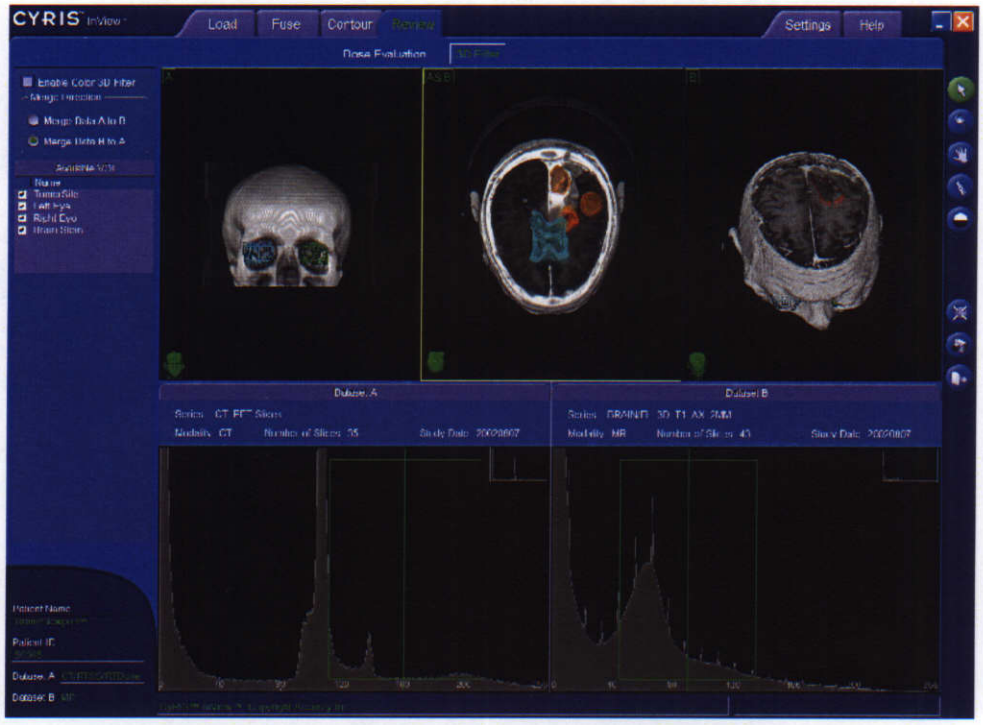
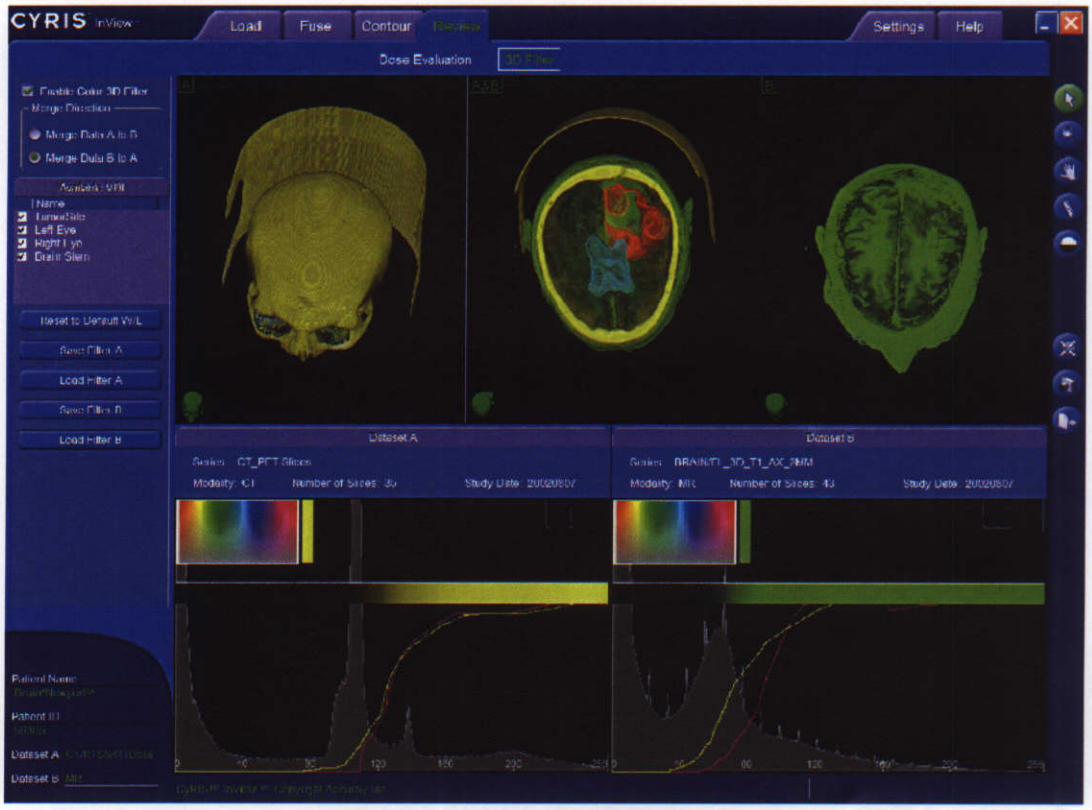

**Figure 36 Window/Level 3D Image Filter**
**Figure 37 Color 3D Filter**
*Figure 36 Window/Level 3D Image Filter, page 54* shows the 3D Filter layout for a plan with two fused medical images. The Display View differs for the two cases, because with two image sets you can see three volume renderings: the fixed image, a mixed fusion of the fixed and moving image, and the moving image. *Figure 37 Color 3D Filter, page 55* also has two image histograms, because two image sets are being sampled. The Control View with two image studies adds the control buttons to generate the mixed image. You can either Merge Data A to B (fixed to moving image) or Merge Data B to A (moving to fixed image).
You can display the 3D volume images in color. For instance, it may be preferable to present vascular structures in red. Select 3D color filter mode and the layout shown in *Figure 37 Color 3D Filter, page 55* will appear.